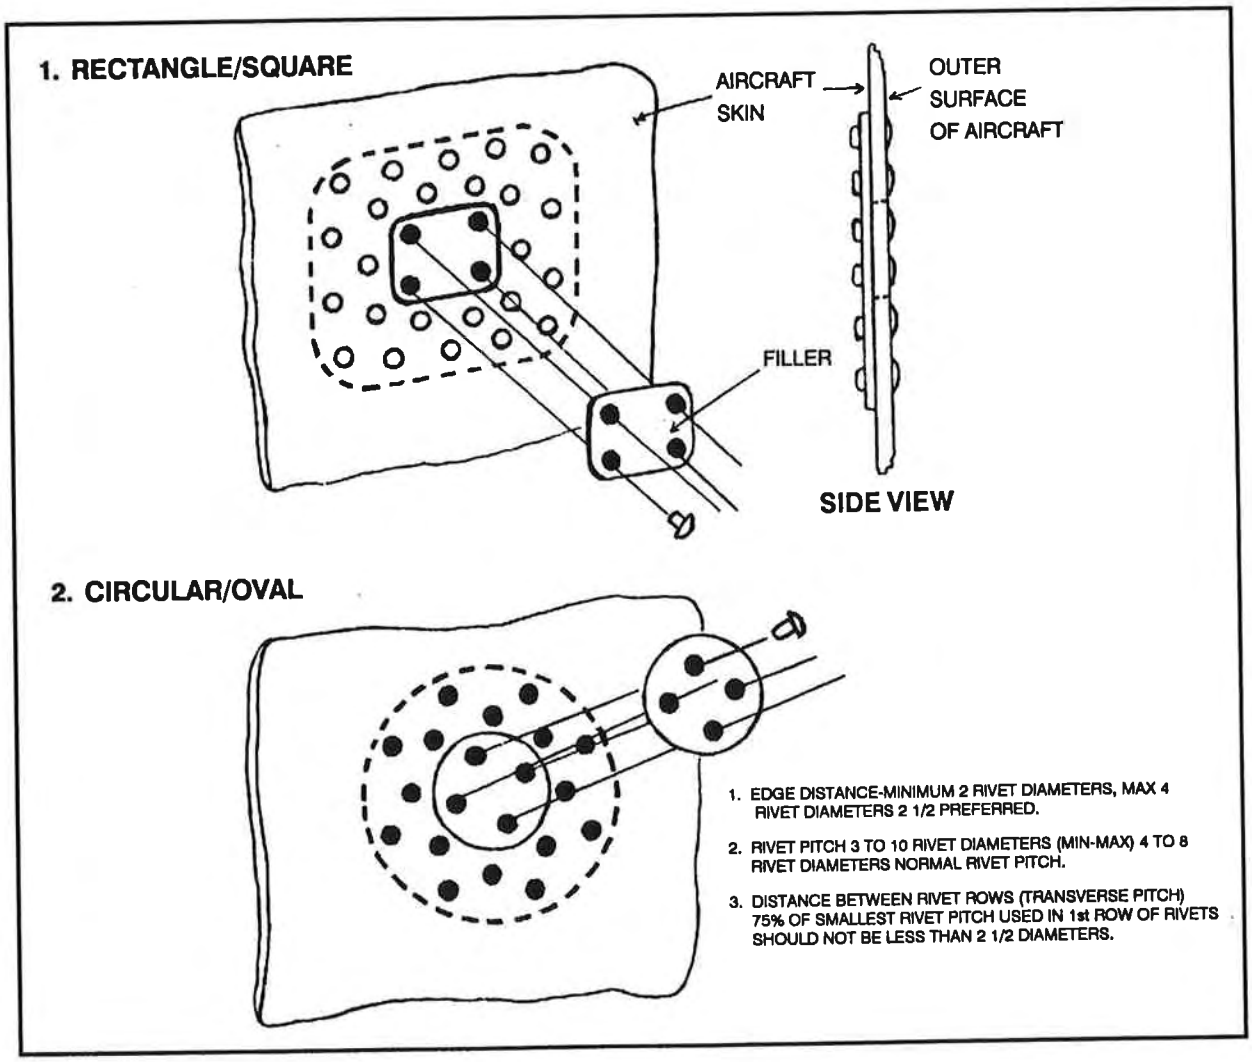

Figure 8-5. Primary structure skin patch - flush
- A flush patch is a filler patch that is flush with the skin when applied. It is supported and riveted to a reinforcement plate which, in turn, is riveted to the inside of the skin. This reinforcement plate is usually referred to on repair diagrams as the doubler or backup plate (Figure 8-5).